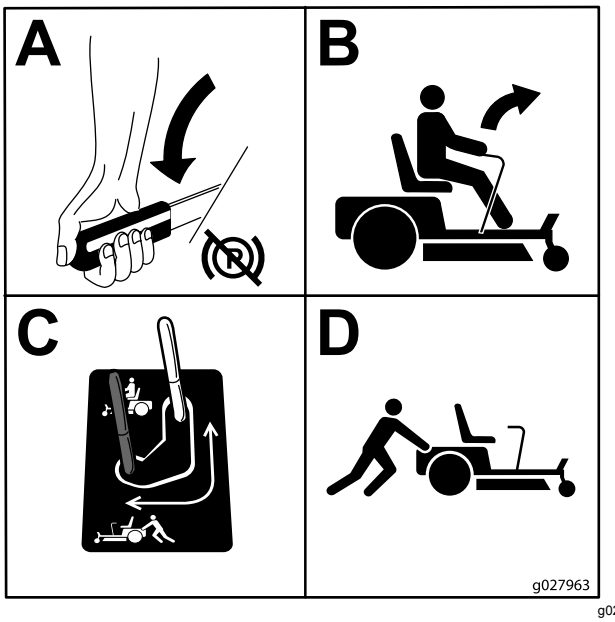

図 28
3. バイパスレバー2つともを後ろに引いてロック位置にセットすると機体を牽引できるようになる図 28。
5. 牽引後にマシンを通常状態に戻すには、バイパスレバーを前進位置に戻す図 28。